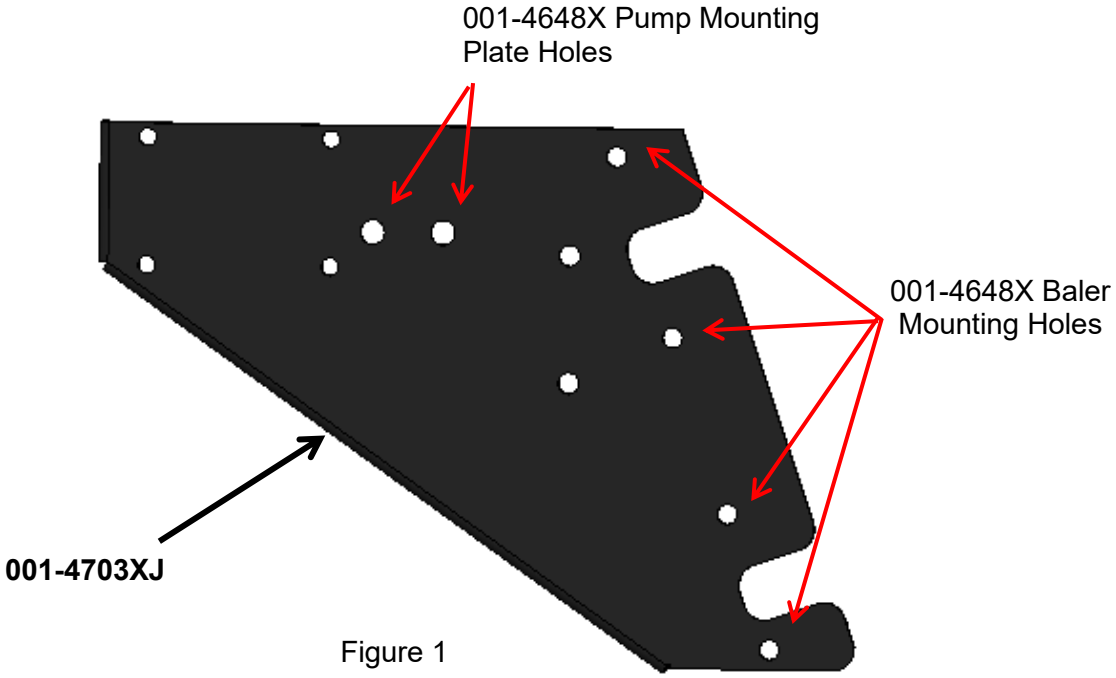

Figure 1
2. Locate mounting holes for your size baler in bracket (001-4703XJ). Mount bracket to pre-stamped square holes (Figure 1) on diagonal support structure of baler. Note: the following pictures will help in locating the pre-stamped holes on your baler. Secure with two 5/16” x 1” hex bolts, flats, locks and nuts.